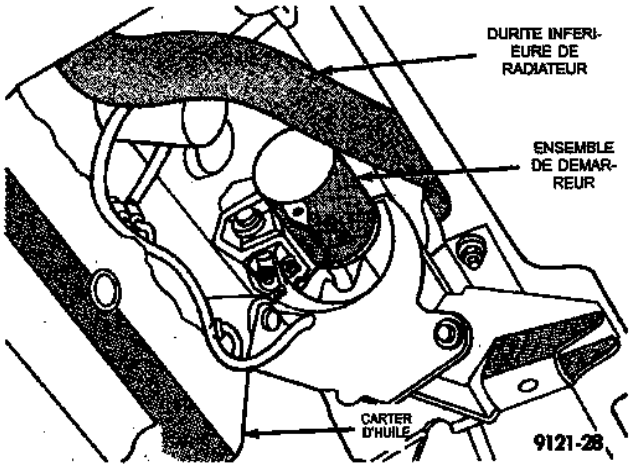

*Fig. 45 Ensemble de démarreur*
(20) Déposer l'écran de support arrière du moteur.
(21) Déposer les boulons du support arrière du moteur et le support lui-même.
(22) Déposer les boulons du démarreur et écarter le démarreur. Ne pas laisser le démarreur pendre aux câbles de batterie (Fig. 45).